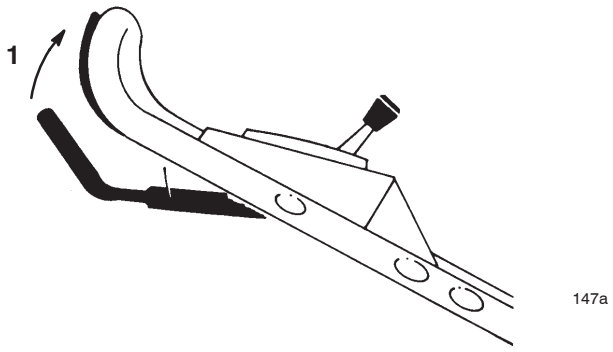

Bild 11
2. Halten Sie den Antriebsbügel zum Fahren gegen den oberen Handgriff gedrückt (Bild 11).
Sie können die Fahrgeschwindigkeit durch Erhöhen oder Reduzieren des Abstandes zwischen Antriebsbügel und Griff (Bild 11) wie folgt variieren: